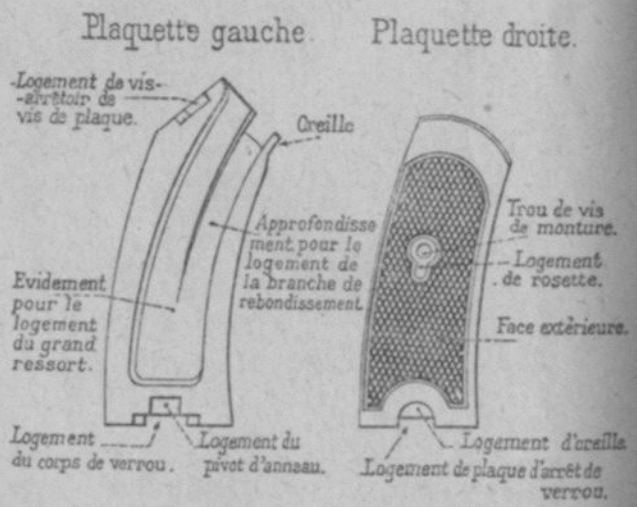

Fig. 17. — Monture.
14. La monture comprend deux plaquettes en bois de noyer (fig. 17).